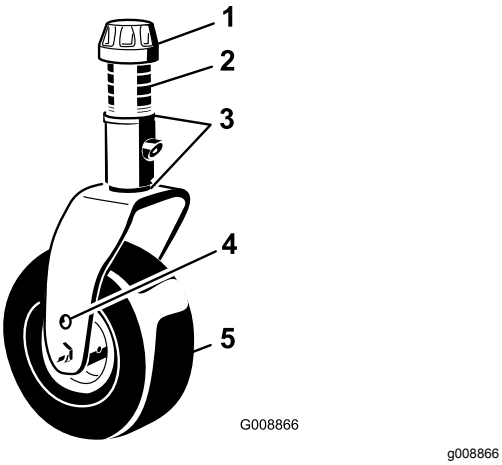

Figuur 105
1. Verwijder het klemkapje van de spilas en schuif de as uit de zwenkwielarm (Figuur 105).